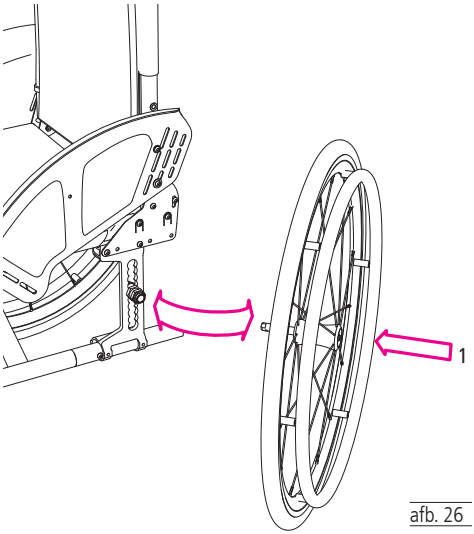

afb. 26
1. Door te drukken op de knop in het midden van de naaf van het achterwiel wordt het achterwiel ontgrendeld (1, afb. 26).